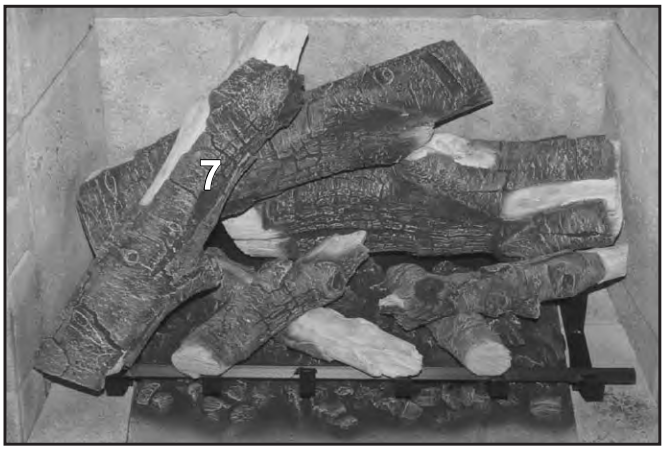

Figure 79: Log 7 in Place.
7. Log 7 sits in between the left panel and the left grate finger and cross the bar of the grate (see Figure 79). There is a notch across Log 2, which this log will locate into. The edge along the back of this log will index into the notch of Log 2.